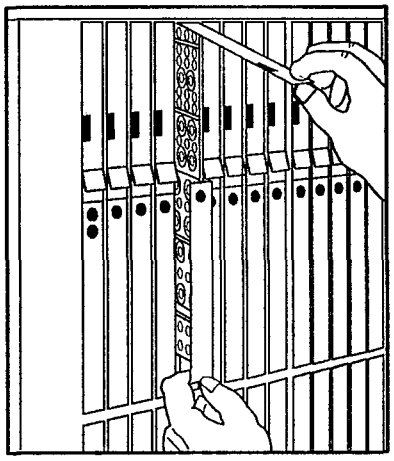

Figure 3-2. Installing Circuit Packs—Step 4
4. Raise the latch on the face of the circuit pack; see Figure 3-2. If the circuit pack resists entering the connector, remove the circuit pack, check for bent or broken pins, and, if none are found, try again to insert the circuit pack.